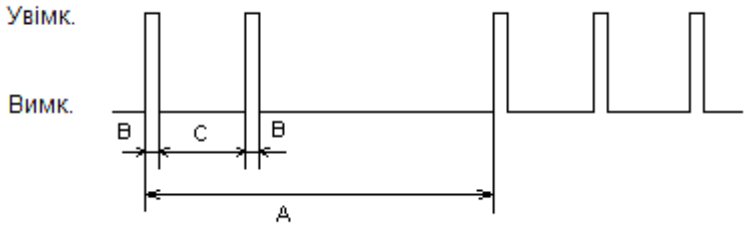

Рисунок 5 – мигання індикатора спалахами
- мигає подвійними спалахами під час очікування підтвердження взяття під охорону з інтервалом А = 2 с; В = 0,2 с; С = 0,6 с (дивись рисунок 5).
- мигає подвійними спалахами під час очікування підтвердження взяття під охорону (рисунок 5).